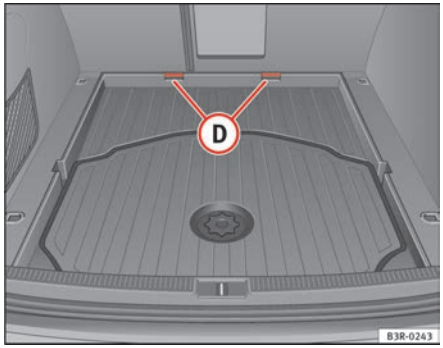

Fig. 125 Floor panel removed for increased luggage space
– Pull the complete floor panel towards the rear of the vehicle so it comes out of the retainers (D) ⇒ fig. 125.